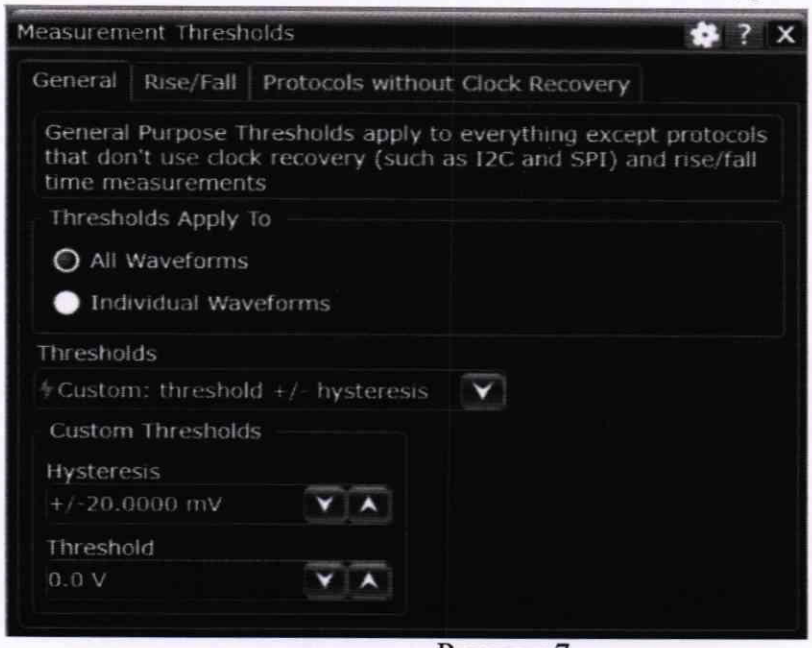

Рисунок 7
8.7.4 Включить 1-й канал осциллографа (и выключить все остальные), используя кнопки блока выбора и настройки каналов. Включить измерение частоты, выбрав пункт меню «Measure/Mark»→«Add Measurement» для 1-го канала осциллографа. Открыть окно настроек измерения, выбрав в его контекстном меню пункт «Edit Measurement». В окне настроек нажать на кнопку «Thresholds». В появившемся окне выбрать для параметра «Thresholds» из выпадающего списка тип «Custom: threshold +/- hysteresis», установить параметр «Hysteresis» равным ±20 мВ и параметр «Threshold» (из блока «Custom Thresholds») равным 0 В (см. рис. 7).